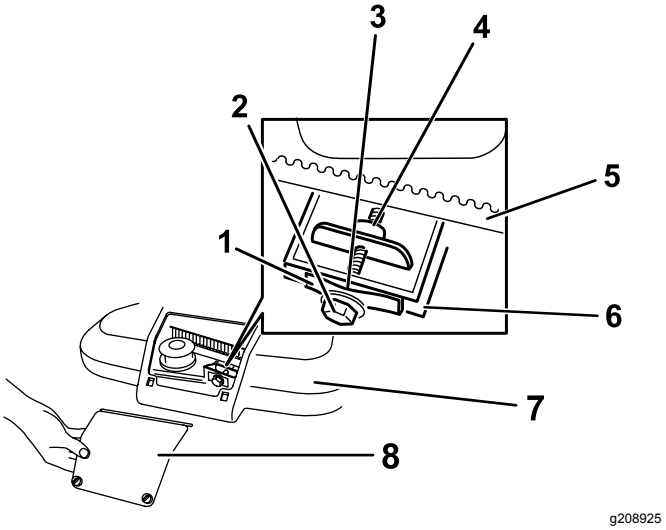

Figuur 34
1. Draai de 2 schroeven van het toegangspaneel van drijfriemkap los en verwijder het paneel (Figuur 34).
Opmerking: Als er zichtbare speling is tussen de voelermaat en de veer, draait u de stelbout en -moer aan tot de voelermaat maar net vrij in en uit de tussenruimte kan schuiven (Figuur 34).